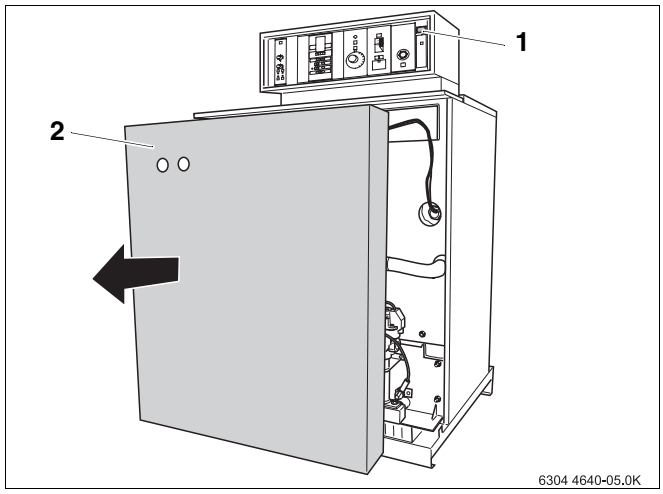

Abb. 2 Demontage Kesselhaube
- Heizungsanlage am Betriebsschalter (Abb. 2, **Pos. 1**) stromlos schalten.
- Kesselhaube (Abb. 2, **Pos. 2**) demontieren (hierzu siehe auch Anleitung des jeweiligen Heizkessels).